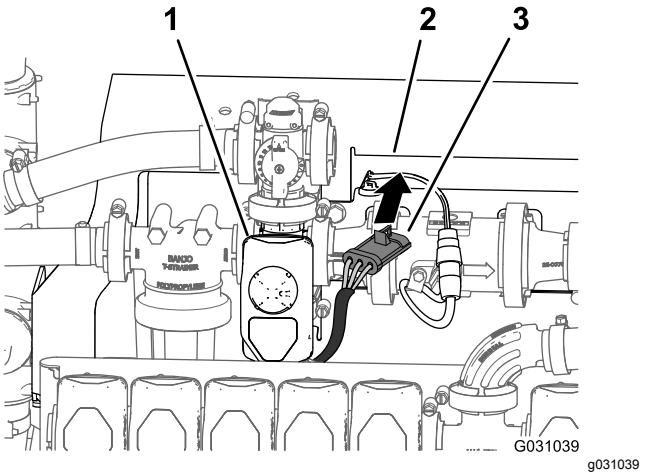

Figuur 129
5. Leid de stekker met 3 pinnen voor de kabelboom van de mengklep vóór de bevestigingsbeugel van het verdeelstuk (Figuur 129).